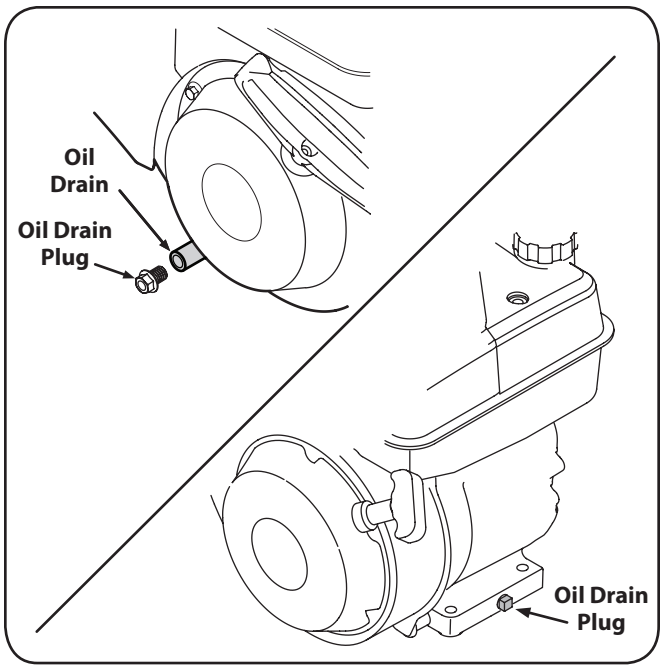

Figure 6-2
3. Be sure to find correct oil drain plug location, if present (see the equipment Operator's Manual instructions for additional information). See Figure 6-2.
6. Remove the Oil drain plug. See Figure 6-2.
NOTE: Depending on which engine model you have, the oil plug may be positioned differently. These positions include on the front and/or rear side of the block, or as an extednded tube. Examples are shown in Figure 6-2.